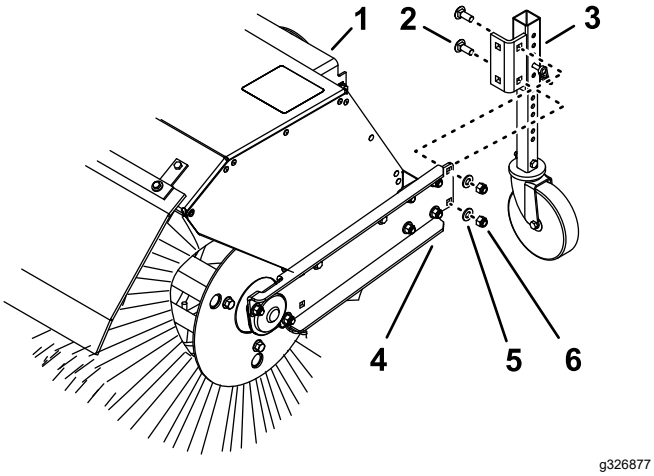

Figure 21
Lorsque vous travaillez dans la neige, faites passer les roues pivotantes de l'avant du bras de la brosse à l'arrière du capot de la brosse (Figure 21).
2. Retirez les 2 contre-écrous, les 2 rondelles et les 2 boulons de carrosserie (Figure 21) qui fixent le support de la roue pivotante sur le bras de la brosse.
3. À l'arrière du capot de la brosse, alignez les trous du support de la roue pivotante et les trous sur le côté intérieur du bras de la brosse (Figure 21).
4. Fixez le support de la roue pivotante sur le bras de la brosse avec les 2 contre-écrous, les 2 rondelles et les 2 boulons de carrosserie (Figure 21).